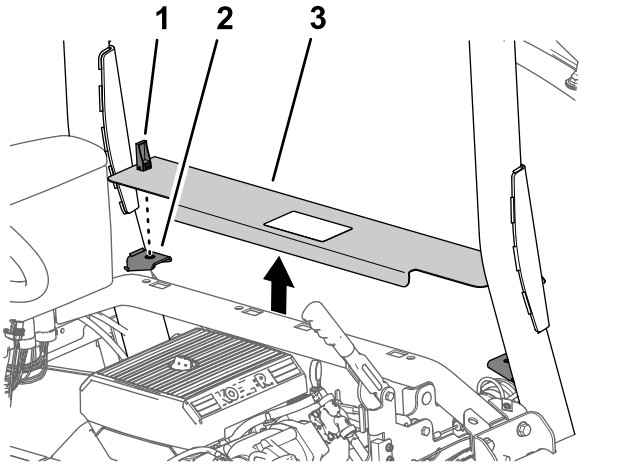

Rysunek 7
1. Przekręć w górę dźwignie zatrzasków panelu dostępowego silnika (Rysunek 7).
2. Podnieś panel dostępowy silnika i wyjmij go z maszyny (Rysunek 7).